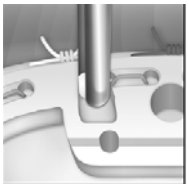

図 7
- ホルダの取り出しを容易にするため、ピンセット等で摘まんでホルダを取り除いてもよい(図 7)。